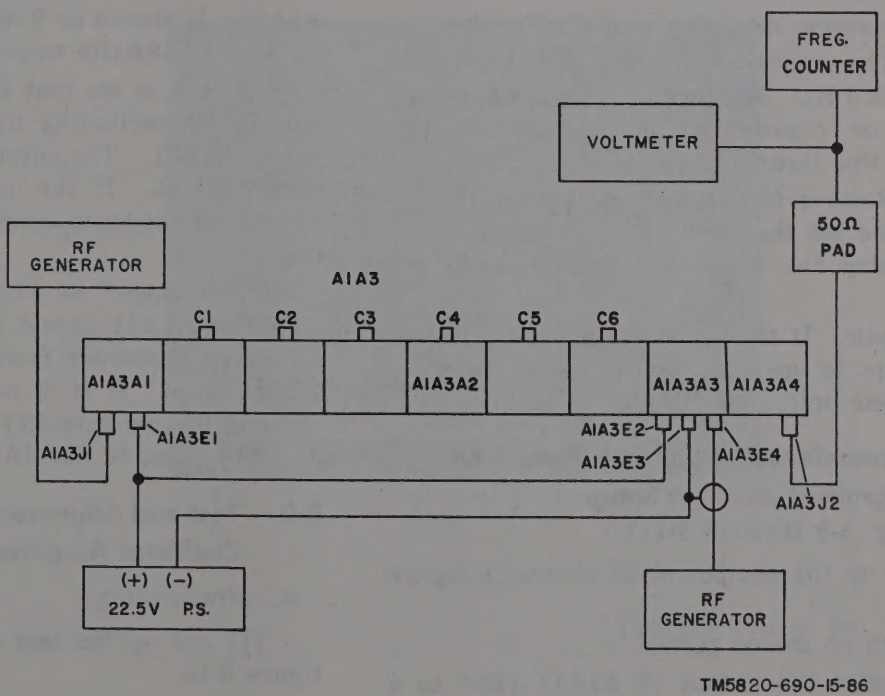

Figure 8-6. 40-MHz 1st IF and 2d mixer power measurement.
g. Measurement. The measurements are made by changing the test setup to that shown in figure 8-6. An RF generator with a variable attenuator is connected to A1A3J1 and a 50-ohm input impedance voltmeter to A1A3J2. Measure the 3-db bandwidth with a frequency counter. Add this bandwidth to the center frequency, and set the signal generator to this combined frequency; note how many db down the output signal is from the center frequency. Subtract the 3-db bandwidth from the center frequency, and note the attenuation as before. This output level at double the bandwidth should be 33 db down from the center frequency; if it is not, realign the mixer. If the gain is substantially off (5 to 10 db low) and filter rolloff is not good, check for misalignment of one pole, poor connections, a broken cable, or an improper connection.